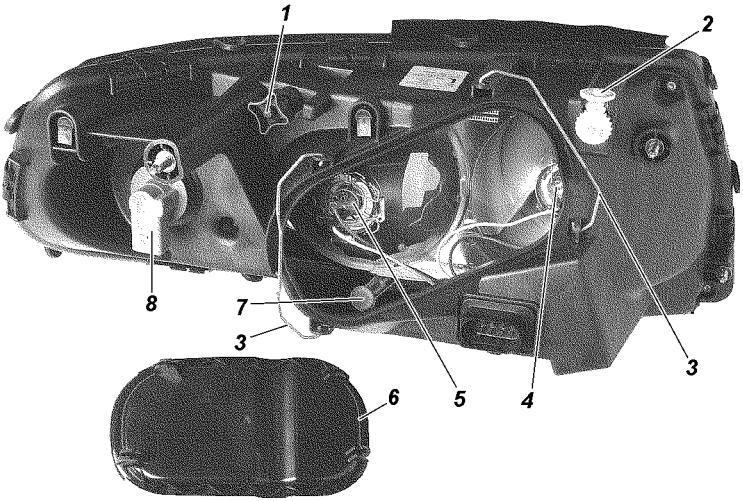

Рис. 9.42. Фара без ДХО:
3. Включите ближний свет фар и, поочередно закрывая каждую фару, вращением регулировочного винта 1 (рис. 9.42) и регулировочной шестерни 2 добейтесь, чтобы светотеневая граница слева от точек Е и Е' совпадала с линией 1, а справа - с линиями 2 и 2' для левой и правой фар соответственно. Точки перелома светотеневой границы должны совпадать с точками Е и Е'.
Замена ламп фар. Для замены лампы указателей поворота снимите колодку с патрона 8 (см. рис. 9.42), поверните патрон